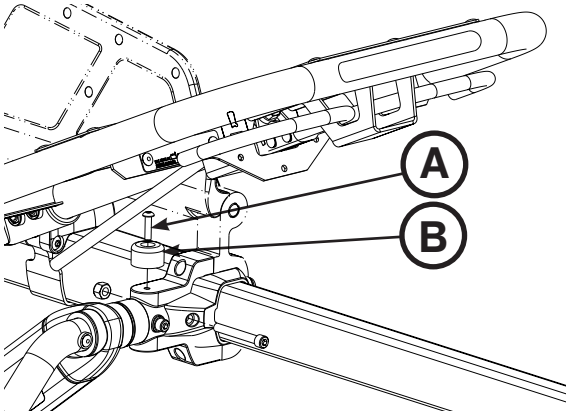

Figura 81
3. Utilizzando un cacciavite Torx T25, rimuovere la vite a testa a pulsante (A) e il paraurti nero (B) sul lato dove si sta sostituendo la sponda laterale (Figura 81). Conservare la vite e il paraurti per il riassemblaggio.